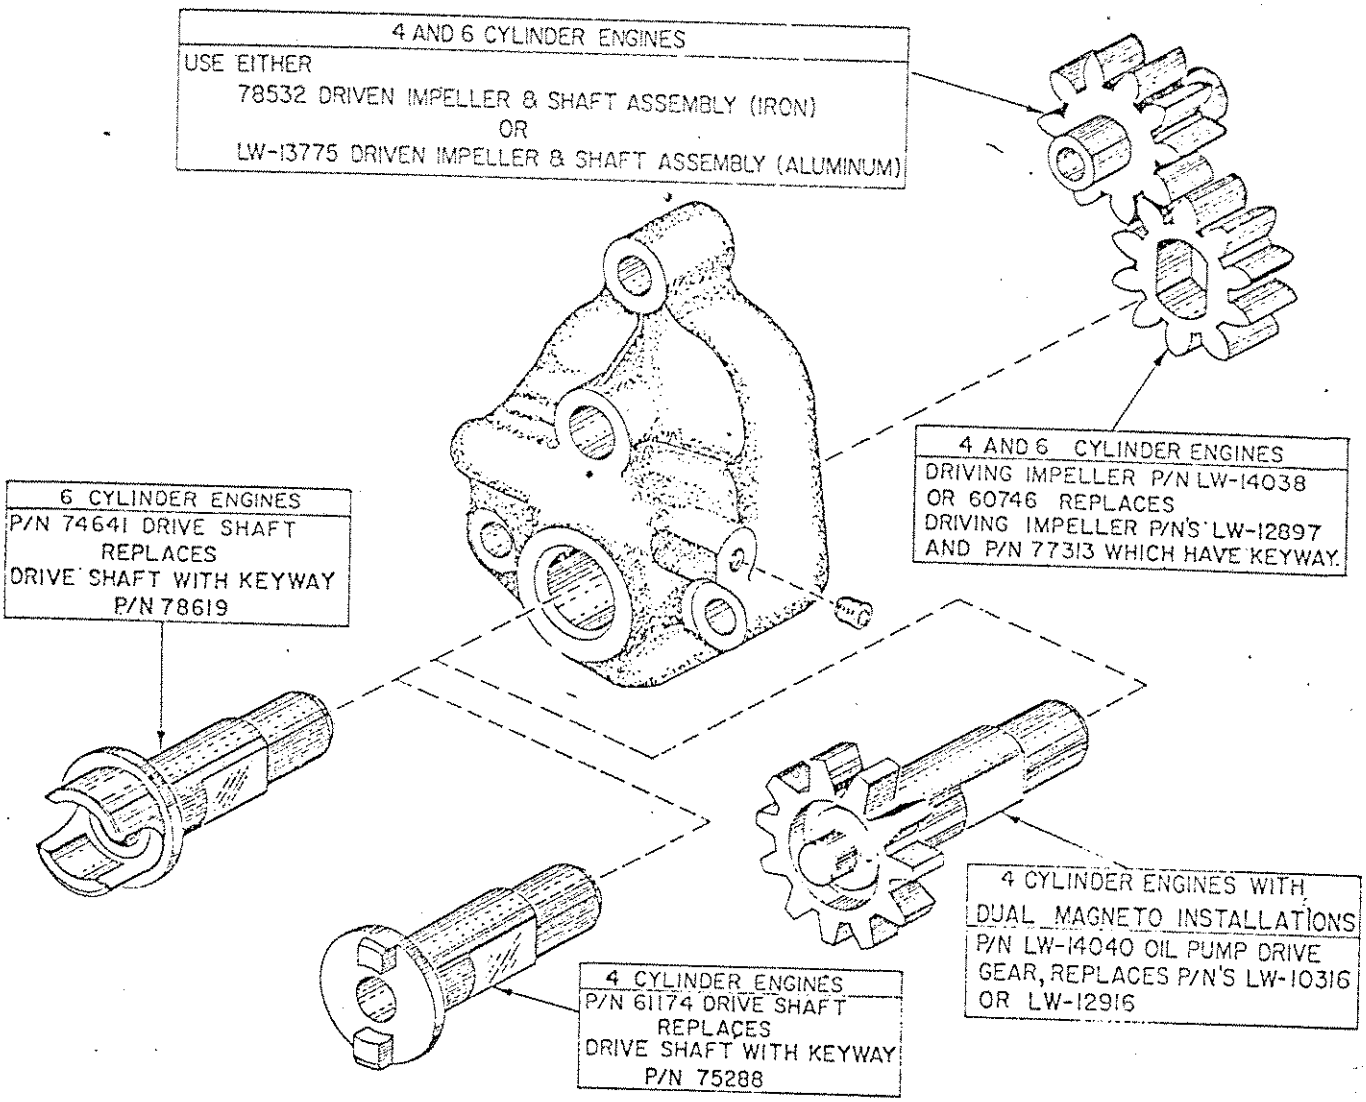

Figure 2. Oil Pump Drive Assembly
3. Reassemble the oil pump using the new drive shaft and drive impeller supplied with the kits shown in the following "Parts Data" section. See figure 2. Be sure all of the parts are lubricated thoroughly during assembly.